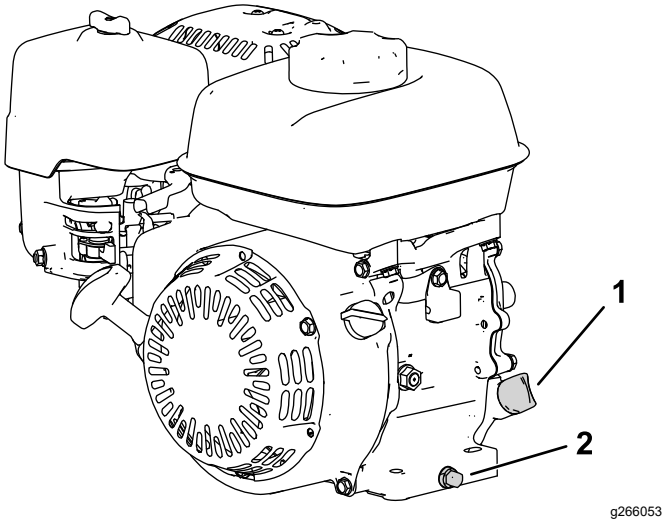

Figur 15
2. Plasser maskinen slik at motoren står jevnt, og rengjør området rundt oljepåfyllingsrøret (Figur 15).
3. Fjern tappepluggen (Figur 15).